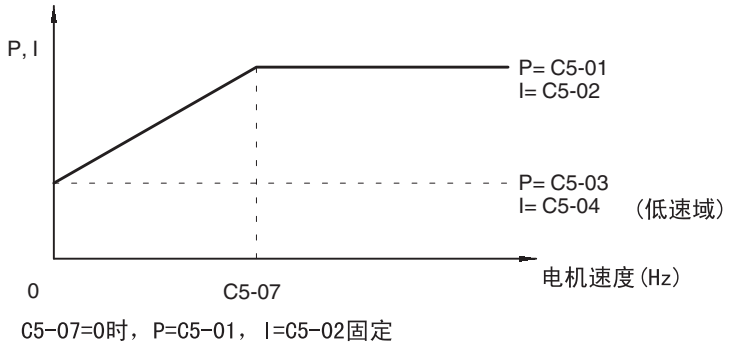

图 6.15 低频率的增益设定
• 比例增益（P）及积分时间（I），如图 6.15 所示，随着电机速度，所似直线。